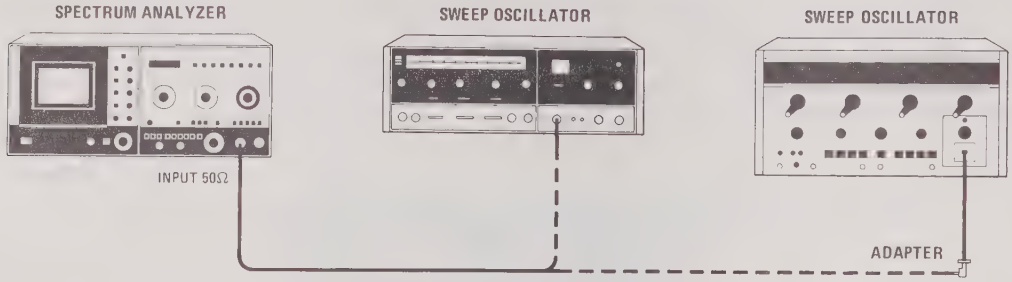

Figure 5-51. YTF Tracking Adjustment Test Setup
b. Reconnect power cord, set LINE switch ON, connect equipment as shown in Figure 5-51, and set 8565A controls as follows: